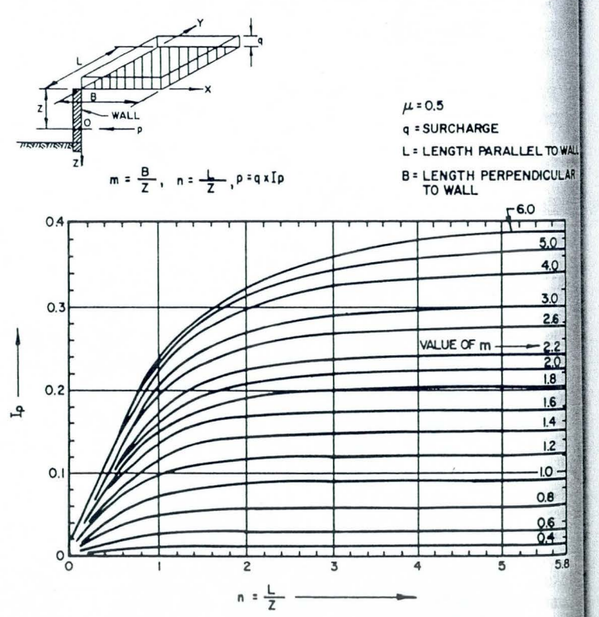

Figure 12
c. Uniform Rectangular Surcharge Loading. For the effect of this loading see Figure 12 (see Reference 6, Lateral Support Systems and Underpinning, Volume 1, Design and Construction (Summary), by Goldberg, et al.). If the construction procedures are such that the wall will move during the application of live loads, then the pressure calculated from Figure 12 will be conservative.